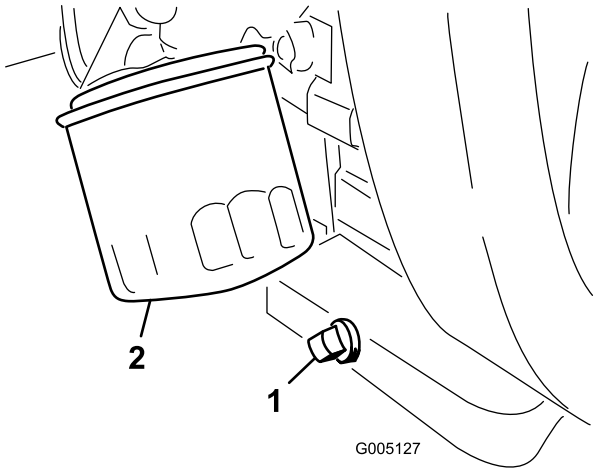

Figur 45
1. Ta bort avtappningspluggen (Figur 45) och låt oljan rinna ned i ett kärl. Sätt tillbaka avtappningspluggen när oljan har slutat rinna.
2. Avlägsna oljefiltret (Figur 45). Stryk på ett tunt lager ren olja på den nya filterpackningen.